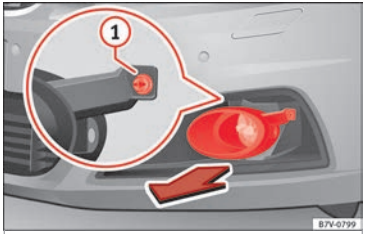

Fig. 108 On the right-hand side of the front bumper: removing the headlights.
1. Pull the cover forwards, in the direction of the arrow »» **Fig. 108**.
2. Unscrew the attachment screw »» **Fig. 108** (1) using the screwdriver from the vehicle tool kit »» **page 83**.
10. Tighten the attachment screw »» **Fig. 108** (1) using the screwdriver.
11. Replace the cover on the bumper »» **Fig. 108**.